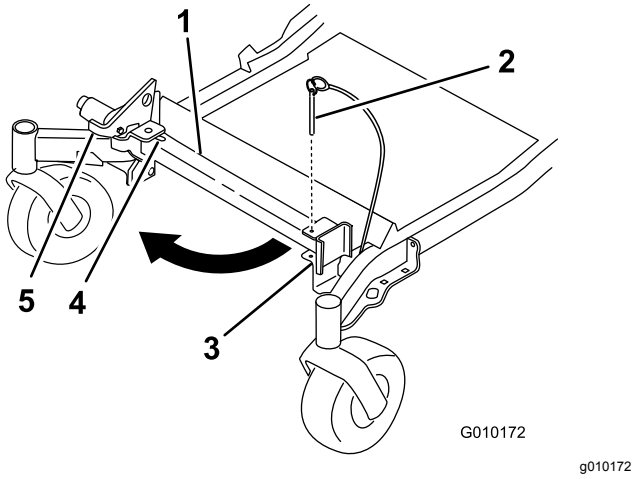
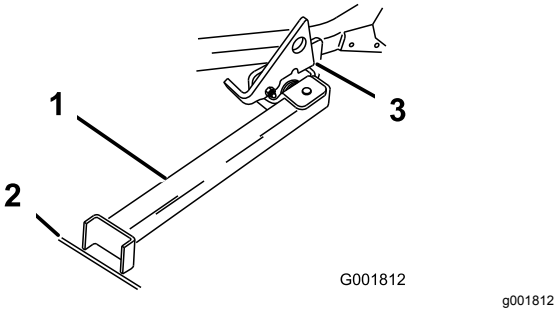

Figura 42
Figura 43
2. Retire el pasador del soporte (Figura 42).
4. Gire el pie del soporte hacia adelante, y deslice el soporte hacia la máquina, hasta que encaje en la parte de abajo de la ranura (Figura 42 y Figura 43).
5. Ponga el pie del soporte en el suelo con el enganche descansando sobre la pestaña de giro (Figura 43).
Nota: Para obtener los mejores resultados, coloque el pie del soporte en una ranura de la acera o en el césped (Figura 43).
7. Conduzca la máquina sobre el soporte. Pare cuando el enganche caiga por encima de la pestaña a la posición bloqueada (Figura 43).
5. Ponga el soporte de nuevo en su posición de descanso (Figura 42).